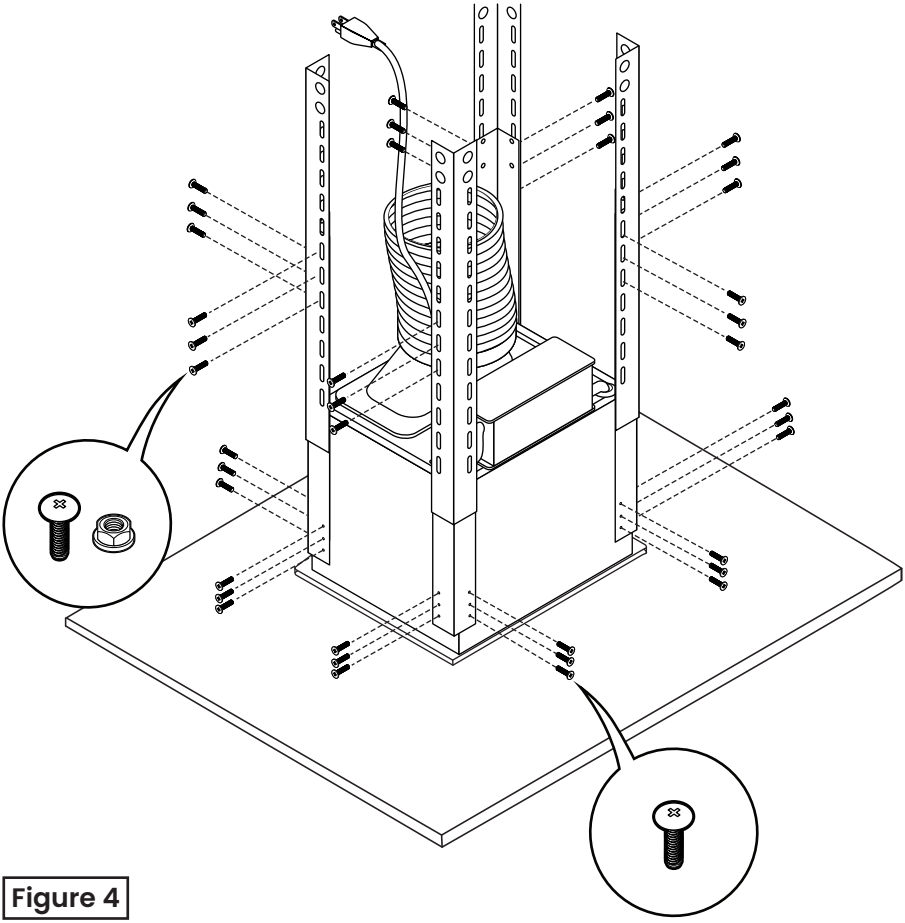

Figure 4
8. Installez quatre supports en L sur le dessus de la hotte, ajustez les supports à la longueur souhaitée et fixez-les avec des vis, comme illustré à la figure 4.